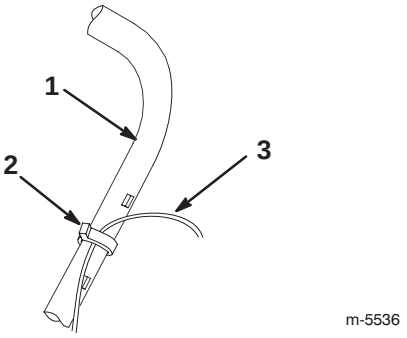

Figur 4
1. Klipp av spännbandet som håller fast reglagevajern på handtaget (figur 4).